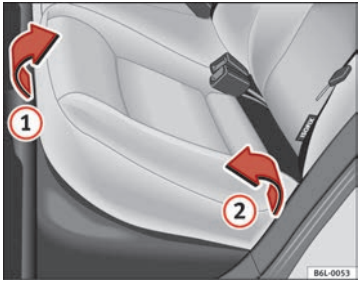
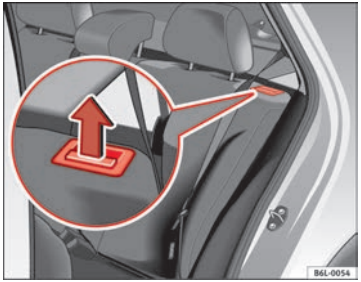

Fig. 73 Folding up the rear seat cushion
Fig. 74 Button for unlocking the rear backrest
– Pull the front edge of the seat cushion ⇒ Fig. 73 (1) upwards in the direction of the arrow.
– Lift the cushion (2) forwards in the direction of the arrow.
– Pull the release button ⇒ Fig. 74 in the direction of the arrow and fold the backrest forwards.